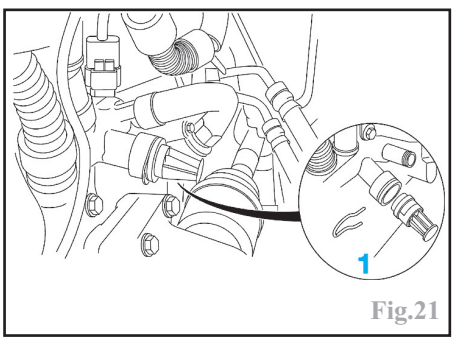

Fig.21
Vidanger le bloc moteur en retirant le bouchon (1) (Fig.21).